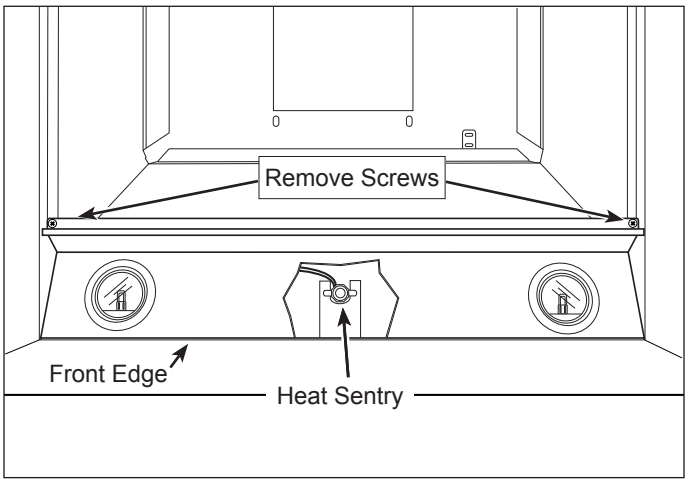

Figure 4-4 Lamp-holder Support Removal
To remove the lamp-holder support, the f lters, heat sentry and the lamp assemblies must be removed f rst, (See Figure 4-4):
1. Extract screws from corners of lamp-holder support. (See Figure 4-4)